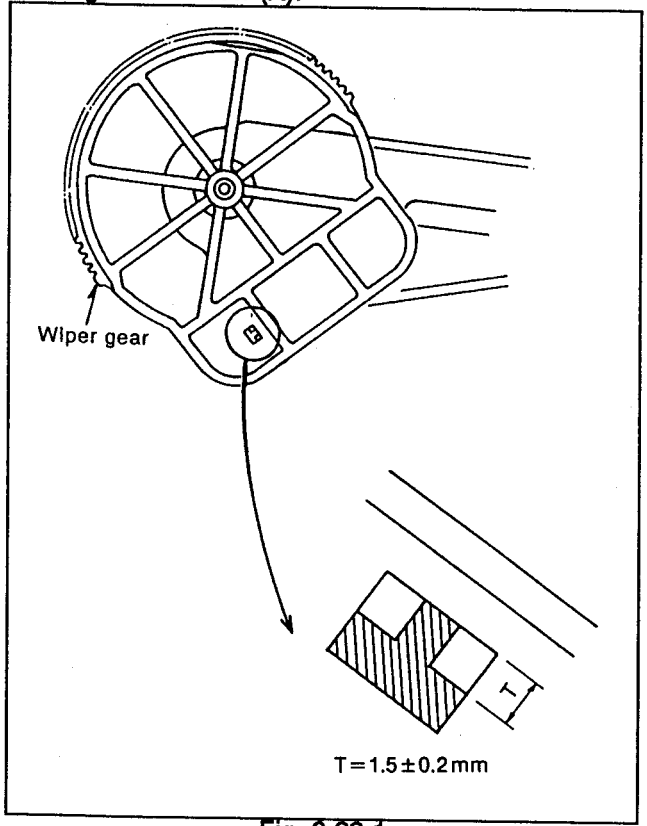
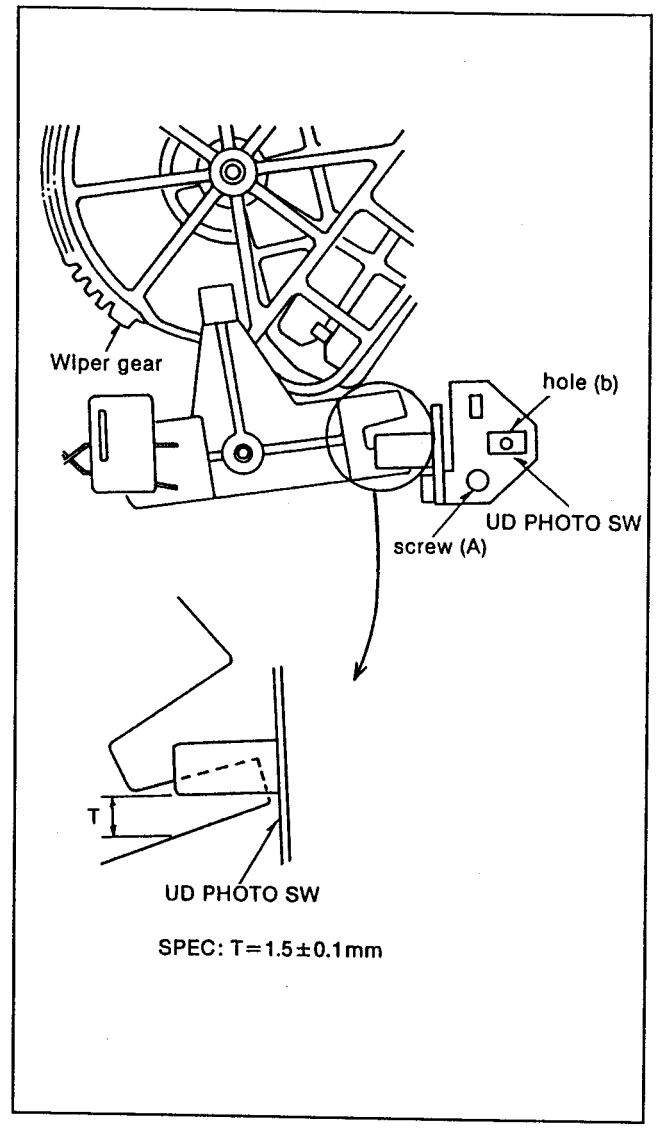

Fig. 6-33-1
Fig. 6-33-2
1. Remove theFront Loading unit (Refer to item 2-3)
2. Rotate the worm gear clockwise until gap "T" is 1.5mm ± 0.2mm as shown in Figure 6-33-1.
3. Loosen a screw (A) and insert a eccentric screwdriver into hole (b).
4. Adjust SW position so that the "T_1" is 1.5mm ± 0.1mm as shown in Figure 6-33-2.
5. Tighten a screw (A).